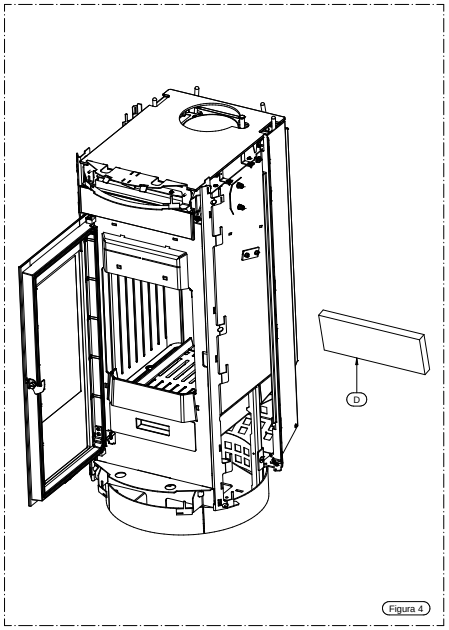

Figura 4
- Extraiga de la cámara de combustión el panel de protección (D) (véase la figura 4).